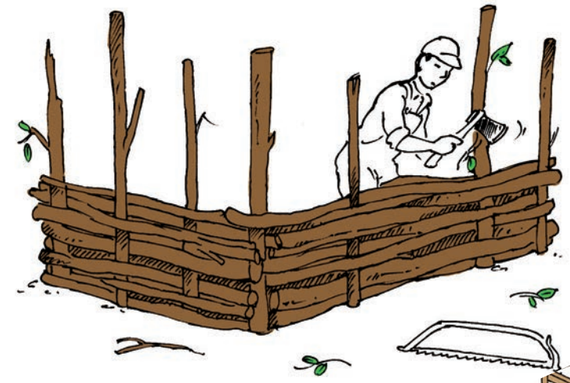

Figure 8: House A
1. (a) What material is being used to build the house in Figure 8?
(c) What tools are used by the people building the house in Figure 8?